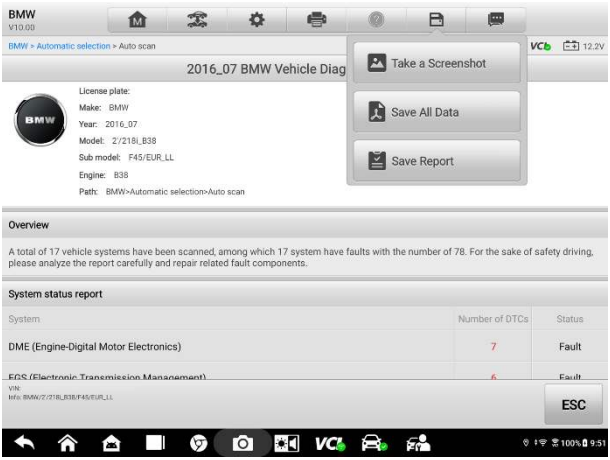

Figure 4-42 *Auto Scan Screen 3*
- In the Auto Scan screen (see Figure 4-42), tap **Save Report**. The subsequent operations for diagnostic report cloud sharing are the same with the operations via the **History** function.